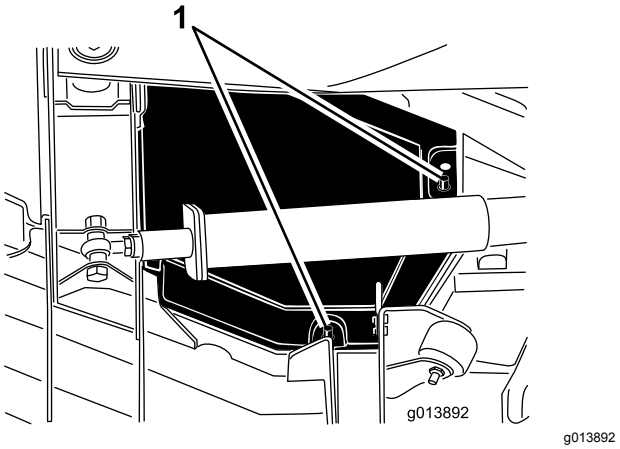

Figur 83
4. Løft de bakre og indre dekselkantene av monteringspostene (Figur 83).